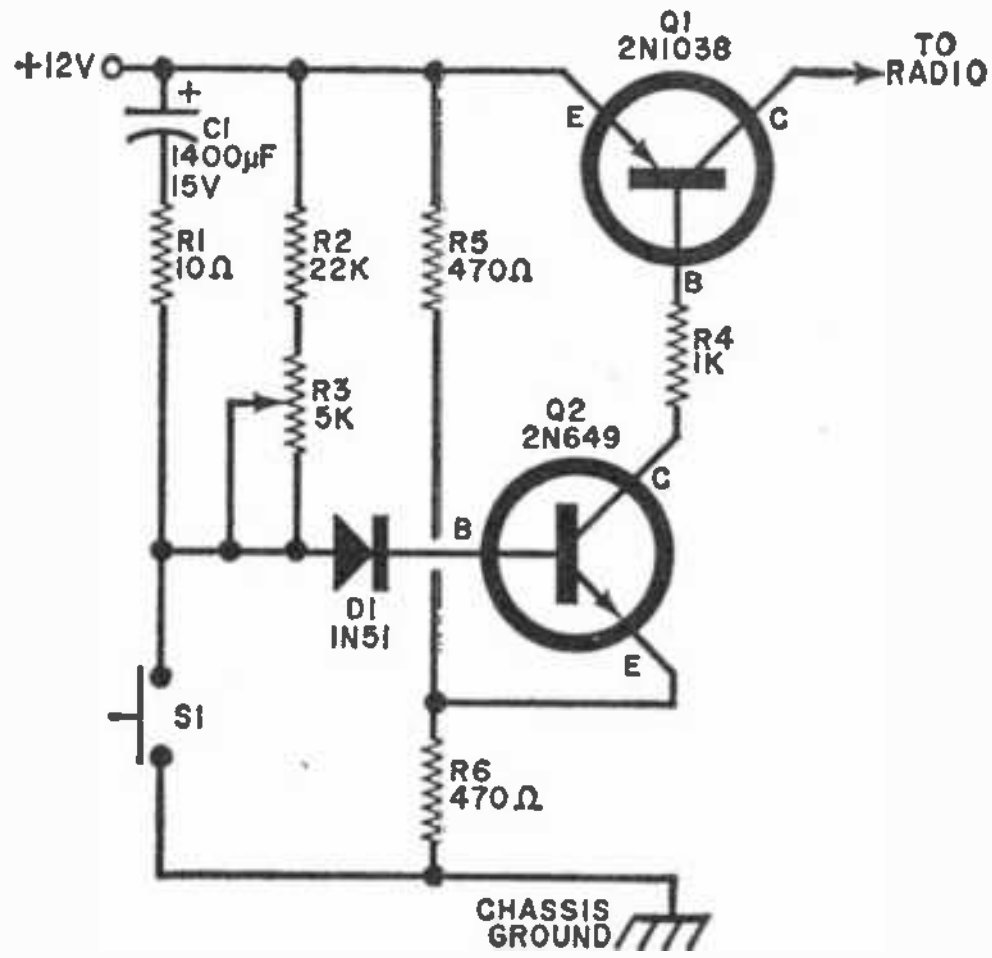

Fig. 2. A series transistor is used to cut off d.c. supply to car radio and kill unwanted commercials.
**Reader's Circuit.** Suitable for use with transistorized automobile receivers, the interesting circuit in Fig. 2 was submitted by E. M. McCormick, 8720 Ewing Drive, Bethesda, Maryland 20034. Mack devised the circuit to serve as a "commercial killer" when he found some of the longer radio commercials not only bothersome, but dangerously distracting when driving in heavy traffic. When activated, the unit shuts off the car radio for periods of up to one minute.